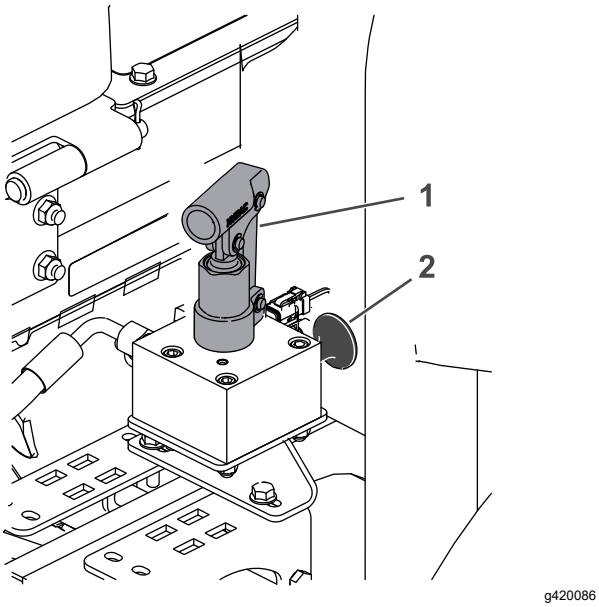

Figuur 63
4. Zoek het verdeelstuk voor de remontgrendeling in de buurt van het rechter voorwiel en achter de hydraulische tank (Figuur 63).